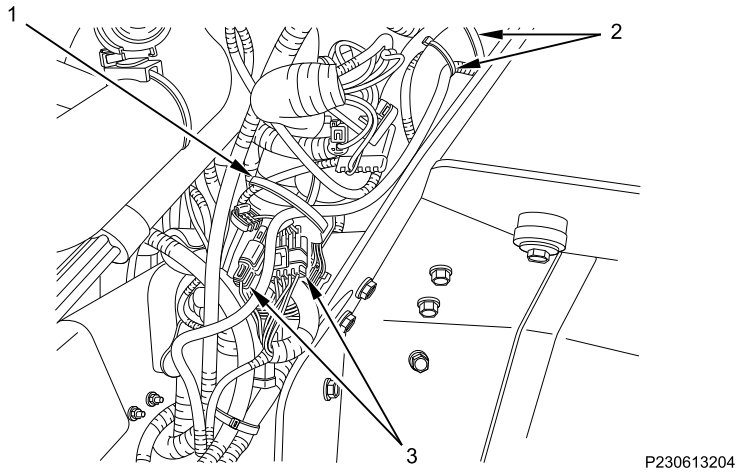

Figure 2. Front Trailer Harness Connectors.
2. Disconnect both front trailer hookup harness connectors (Figure 2, Item 3).
3. Remove and discard three cable lock straps (Figure 2, Item 1 and 2).